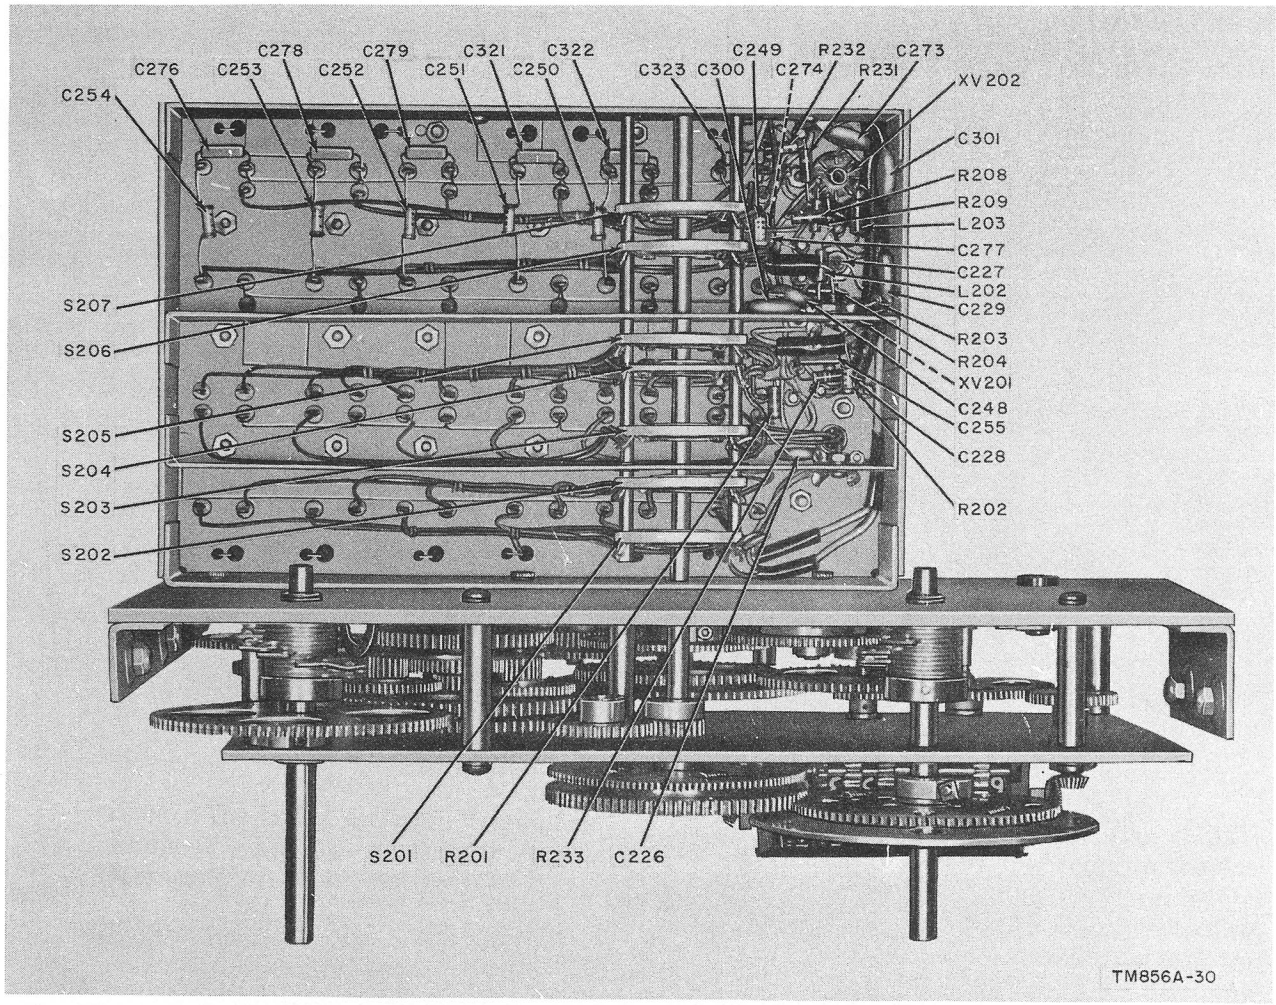
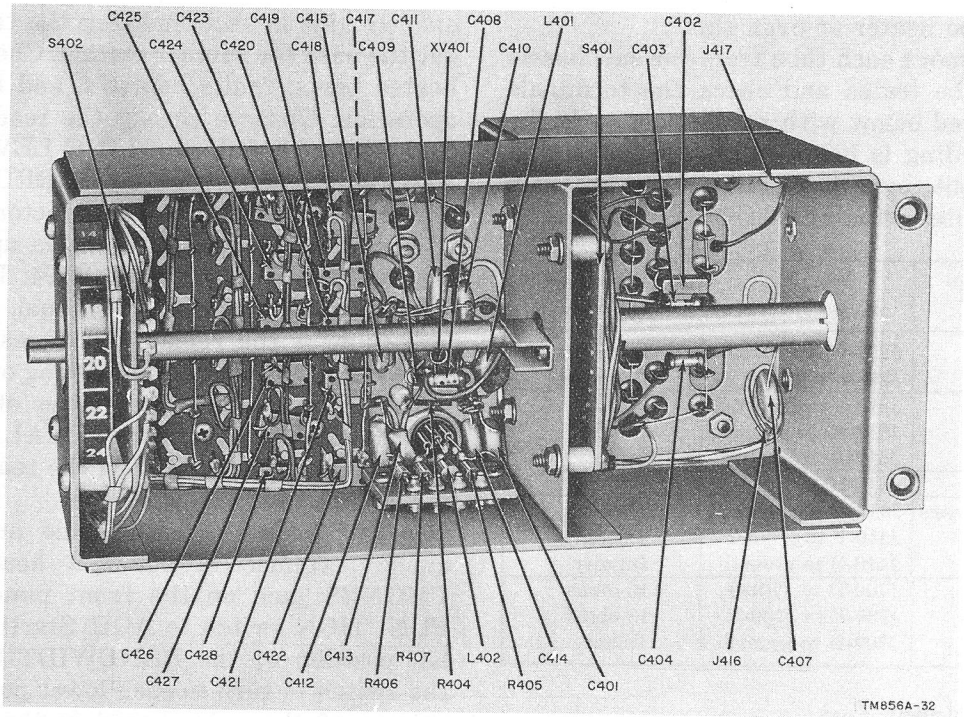

Figure 59. Rf subchassis, bottom view, front section.
Figure 62. Crystal-oscillator subchassis, bottom view.
c. The calibration-oscillator signal can be used as a convenient means of quickly localizing trouble in the receiver. Typical methods are described in (1) and (2) below.
(1) To check the contacts of the rf band switches (S201 through S208, fig. 59) and crystal-oscillator band switches (S401 and S402, fig. 62), connect a 600-ohm headset to the PHONES jack on front panel. Set the FUNCTION switch to CAL. Set the KILOCYCLE CHANGE control to any 100-kc position, and turn the BFO switch to ON. Starting with the lowest detent position of the MEGACYCLE CHANGE control, turn the control to each detent position in succession. Adjust the BFO PITCH control as necessary to obtain a signal in the headset. If no audible signal is heard in a detent position, trouble with contacts of the rf band switch or crystal-oscillator band switch is indicated.
(2) Check the LINE LEVEL meter, LINE METER switch, and LINE GAIN control as follows: Connect a headset to the PHONES jack on the front panel and adjust the KILOCYCLE CHANGE control for an even 100-kc reading on the dial. Set the FUNCTION switch to CAL and turn the BFO switch to ON; an audible tone should be heard in the headset. Set the LINE METER switch to —10 and adjust the LINE GAIN control so that the LINE LEVEL meter reads 0 vu (upper